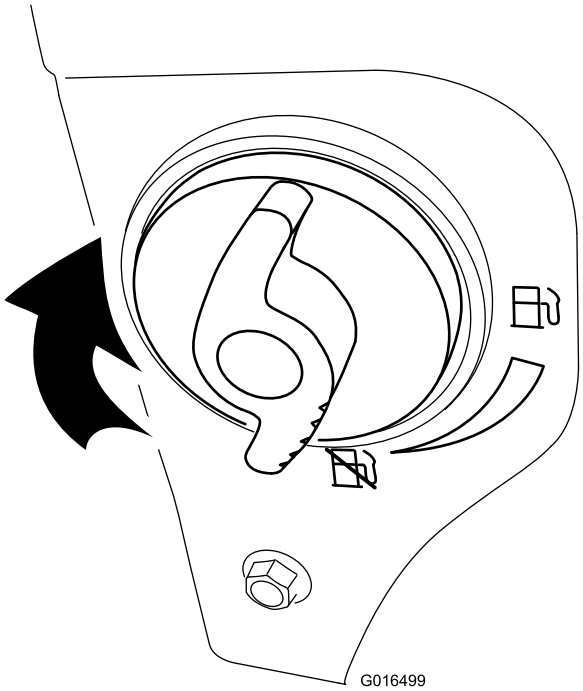

Figur 33
4. Steng drivstoffavstengningsventilen ved å rotere den med klokken (Figur 33).